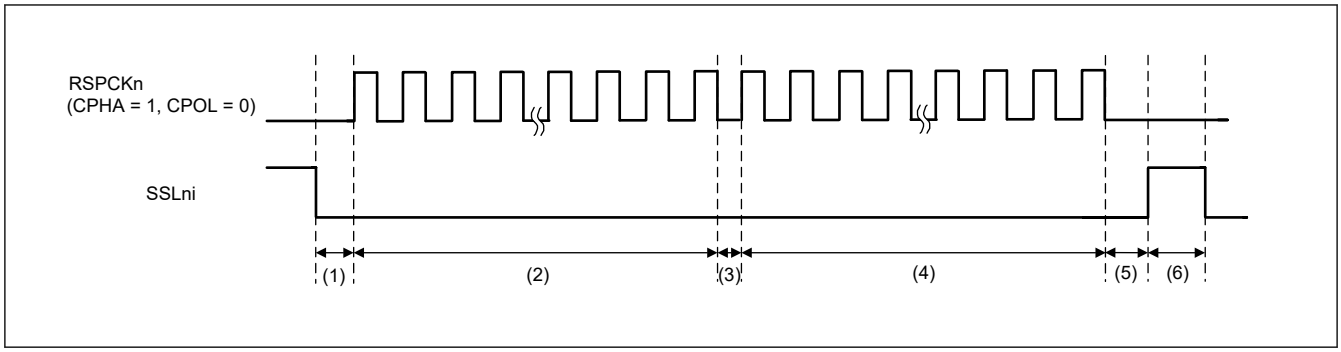

図 34.58　SSLKP ビットを利用したバースト転送の動作例 (BFDS = 1, SPFRF = 0)
図 34.58 に、SPCMD0 および SPCMD1 レジスタの設定値を使用してバースト転送を実現した場合の SSLni 信号の動作例を示します。以下では、図 34.58 に示す (1)～(6) の SPI の動作内容について説明します。SSLni 出力信号の極性は、SPCR3.SSLnP (n = 0～3) ビットの設定値で決まります。